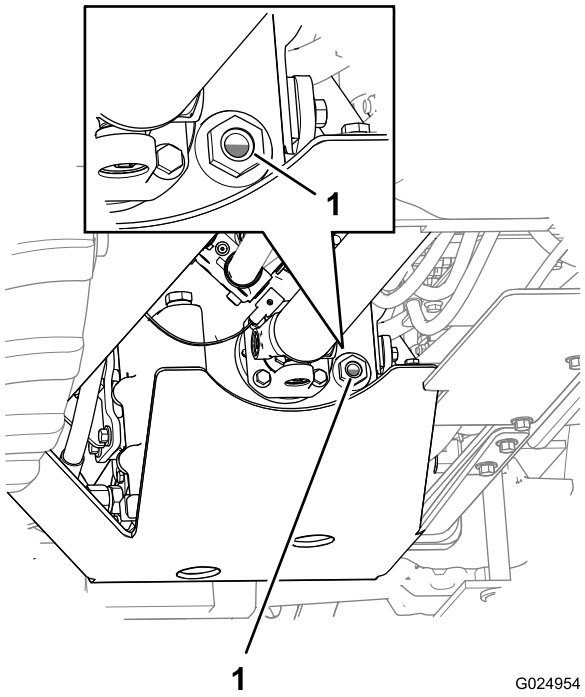

Figura 93
4. Después de 5 minutos, compruebe el nivel de aceite de la transmisión en la mirilla (Figura 93).
6. Repita los pasos 2 a 5 hasta que el aceite cubra entre 1/2 y 3/4 de la mirilla (Figura 93).
Nota: El aceite debe cubrir entre 1/2 y 3/4 de la mirilla (Figura 93).